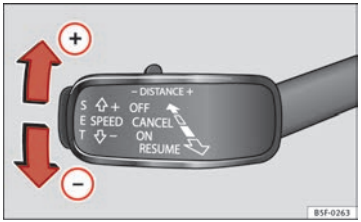

Fig. 133 On the left of the steering column: Third lever for using the adaptive cruise control.
- To store the current speed press the button SET ⇒ Fig. 133.
- To increase or decrease speed, gradually briefly press the lever up/down ⇒ Fig. 133.